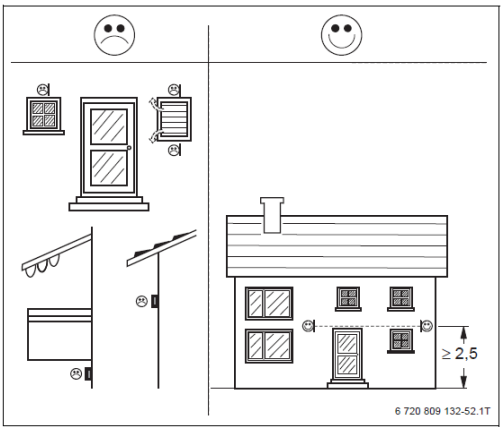

Рис. 123 Розташування датчика зовнішньої температури (розміри вказано в метрах)
- під навісами, балконами або під дахом (→ Рис. 123).